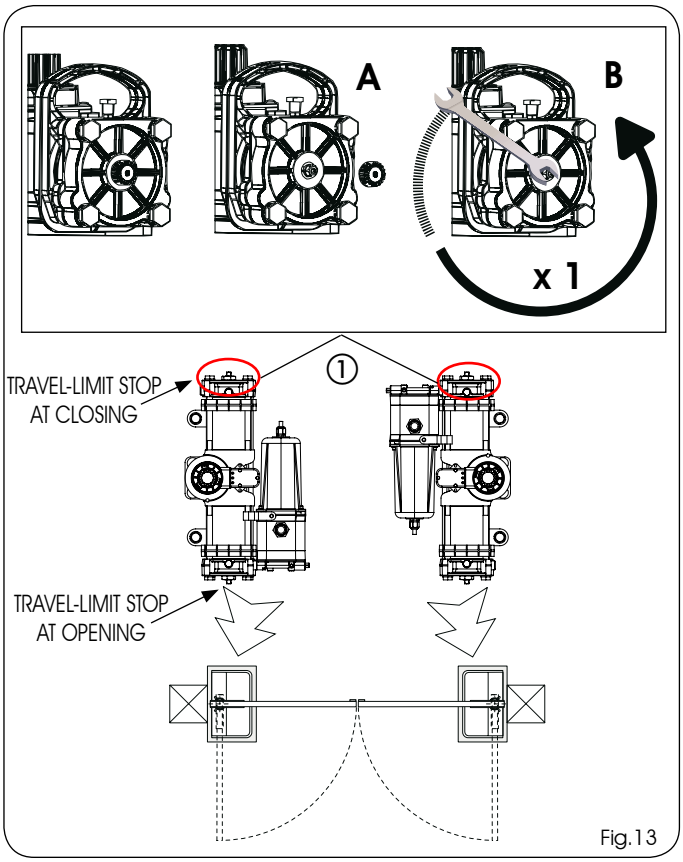

Fig.13
3) On the operator, unscrew the cap (Fig.13 ref.A) of the closing travel-limit screw (Fig.13 ref. ①) and check if the screw is completely tight.
4) **Unscrew the closing travel-limit (Fig.13 ref.①) screw by one turn (IMPORTANT FOR CORRECT COUPLING OF THE PINION-MECHANICAL RELEASE DURING INSTALLATION).**